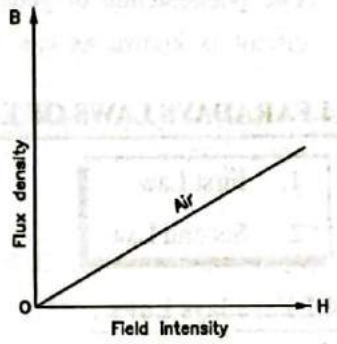

**FIG. 3.3 : B-H CURVE FOR NON-MAGNETIC MATERIALS**
- Therefore, the graph of B versus H is a straight line through the origin as shown in Fig. 3.3.